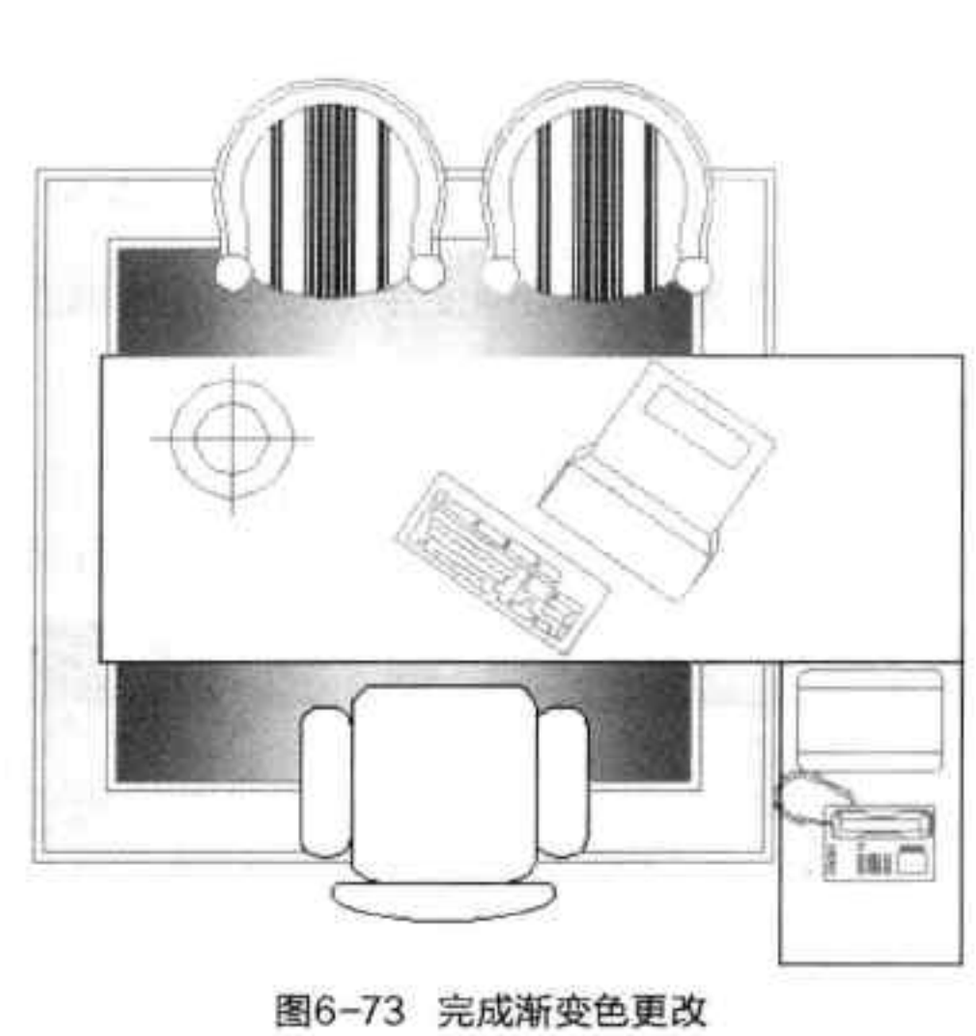

图6-73 完成渐变色更改
Step 06 选择好填充颜色后单击“确定”按钮，返回上一层对话框，同样单击“确定”按钮，完成渐变色更改，如图 6-73 所示。